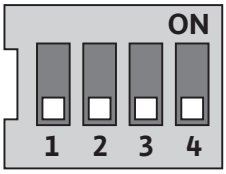

*Fig. 33: Conmutador DIP*
El conmutador DIP (Fig. 14, pos. 6/Fig. 33) se encuentra bajo la cubierta de la carcasa.